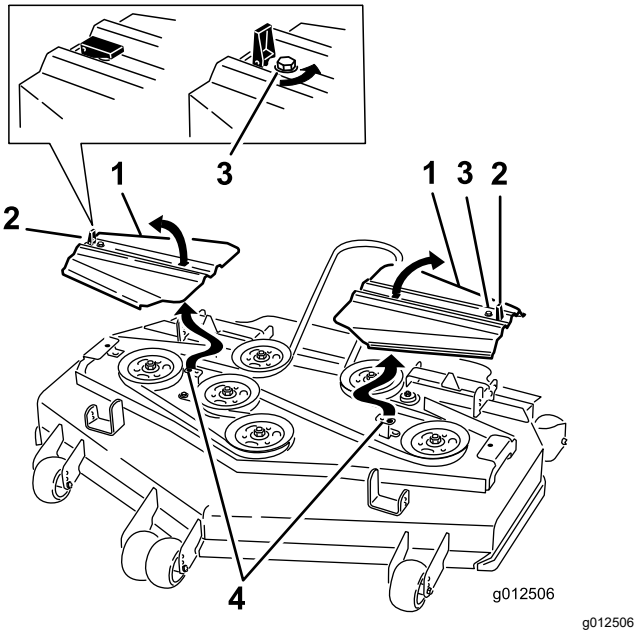

Figuur 86
14. Plaats de drijfriemkappen met de lippen in de sleuven. Monteer de schroeven en maak de sluitingen vast (Figuur 86).